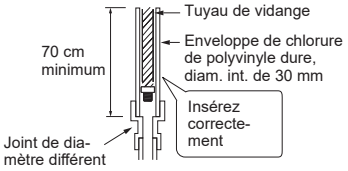

Fig. 4
- Lors du raccordement du tuyau de vidange à l'enveloppe de chlorure de polyvinyle dure, veillez à l'insérer correctement dans l'enveloppe. (Fig. 4)